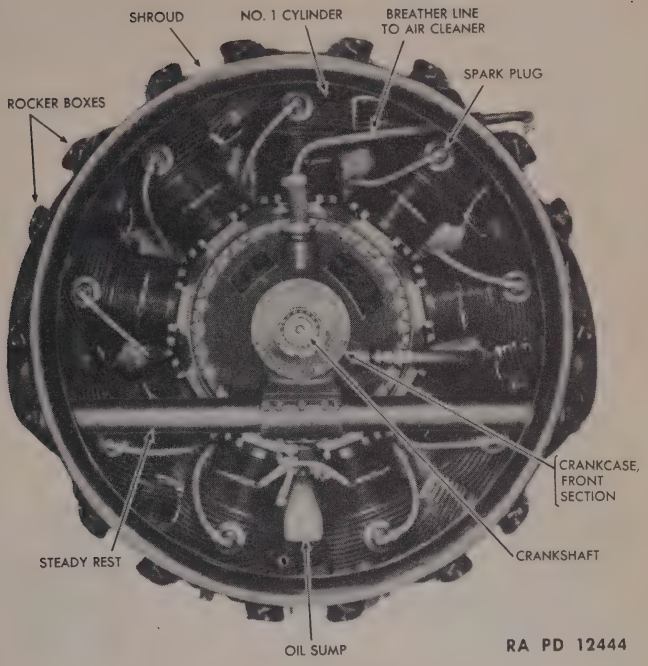

Figure 52—Front View of Engine with Flywheel Removed
52. GENERAL DESCRIPTION (figs. 52 and 53).